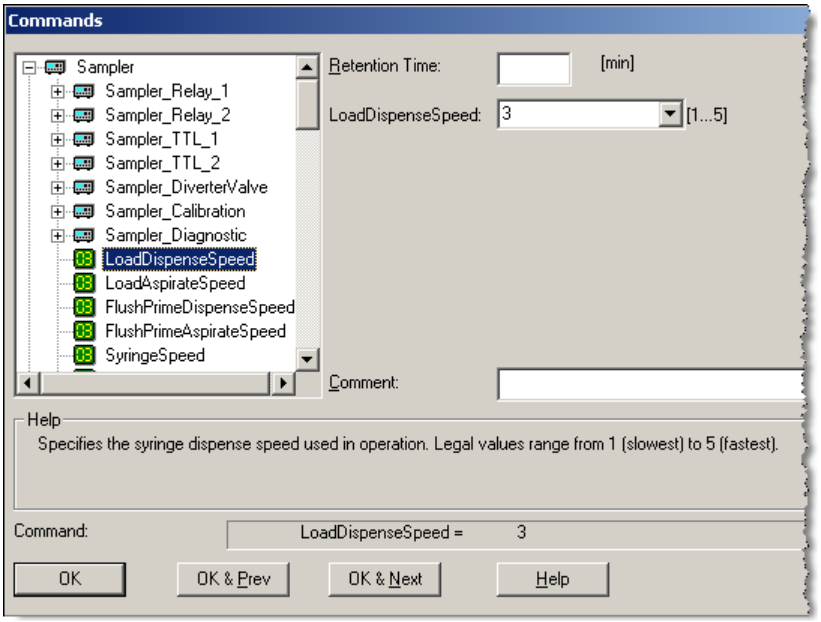

Figure 3-33. Commands Dialog Box
4. Under **Sampler**, enter a value for the **LoadDispenseSpeed** (see Figure 3-33) and click **OK**.